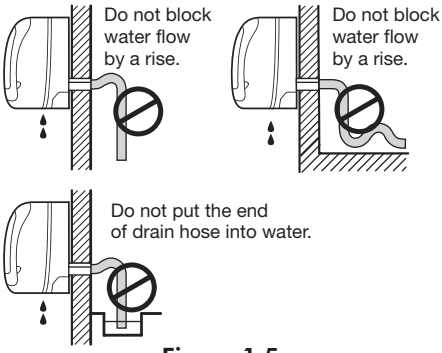

Figure 1.5
1. Run the drain hose sloping downward. Do not install the drain hose as illustrated in figure 1.5.